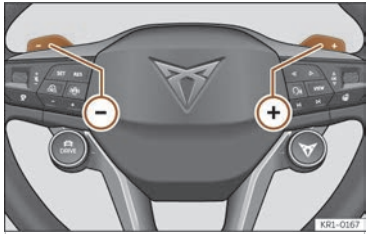

**Fig. 107** Multi-function steering wheel: energy recuperation levers.
- Pressing the steering wheel levers **+** or **–** temporarily activates the manual selection of the energy recuperation level.››› Fig. 107 Automatic recuperation is reactivated by pressing the accelerator pedal again.
- Select the energy recuperation level with the steering wheel levers **+** or **–** ››› Fig. 107.